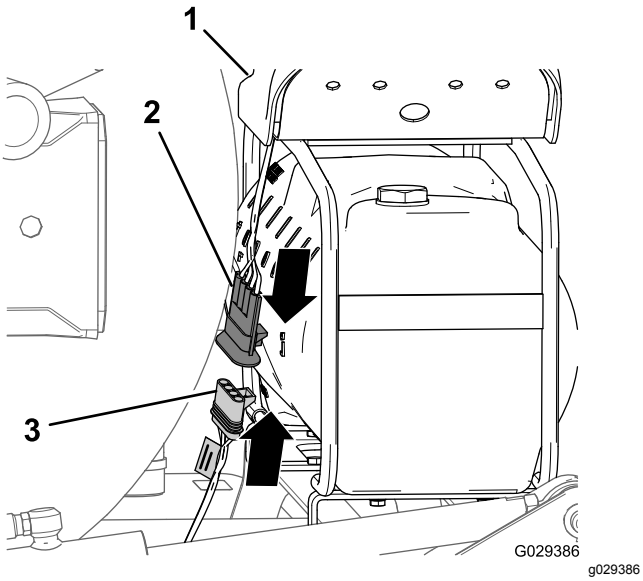

Figur 200
1. Ved enden af 236 cm afgreningen af ledningsnettet justeres konnektoren med 4 sokler på ledningsnettet til finishingsættet efter konnektoren med 4 ben til kompressorens ledningsnet (Figur 200).
2. Sæt 4-benkonnektoren ind i 4-sokkelkonnektoren (Figur 200).